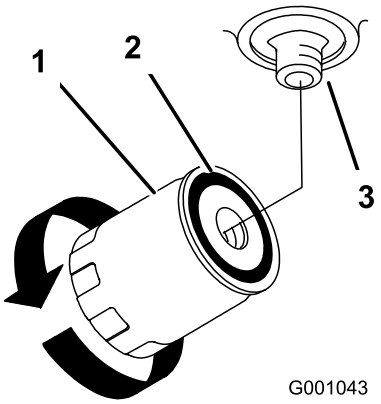

Figur 75
4. Ta bort det gamla filtret och torka av ytan på filteradapterns packning (Figur 75).
7. Vrid oljefiltret medsols tills gummipackningen kommer i kontakt med filteradaptern och dra åt filtret ytterligare ett halvt varv (Figur 75).